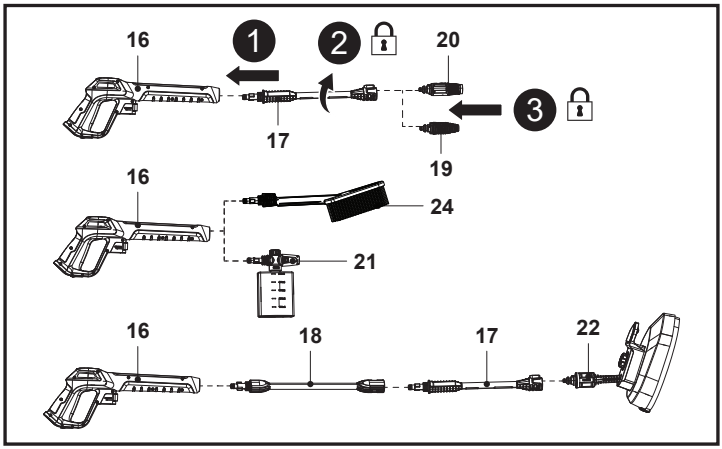

Fig. 5
1. Aliniază și introdu extensia de lance (17) în locașul de pe pistolul pulverizator (16) (fig. 5, pasul 1).
2. Apasă și rotește manual extensia de lance (17) în sens orar pe pistolul pulverizator (16) ca să o strângi (fig. 5, pasul 2).
3. Aliniază cele două proeminențe de pe duză cu fantele de pe extensia de lance (17), apoi introdu duza turbo (19) sau duza reglabilă (20) până la capăt (fig. 5, pasul 3).
4. Aliniază cele două racorduri ale duzei pentru recipientul cu detergent (21) sau ale periei de spălare (24) cu pistolul pulverizator (16), apoi apasă și rotește accesoriul cu mâna în sens orar până se fixează în poziție.
5. Poți să montezi peria de curățat terase (22) pe extensia de lance (17), apoi să montezi ansamblul direct pe pistolul pulverizator (16) sau cu tija extensibilă (18).